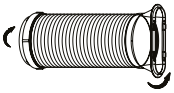

Fig. 4-2
1. Before using  install the adapter on hose for air outlet (Fig. 4-2)